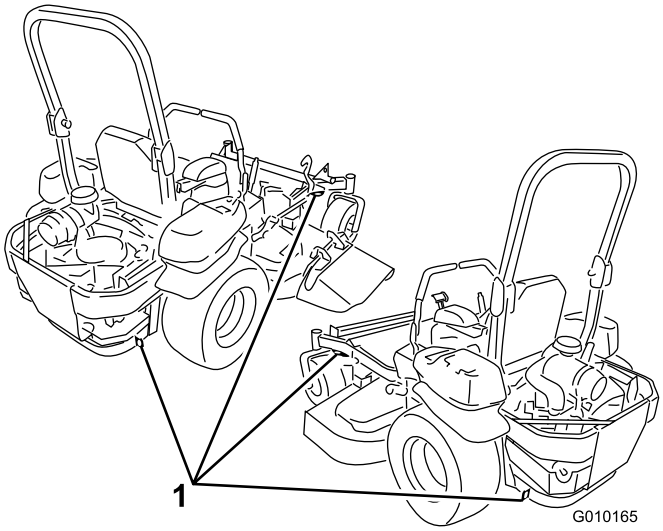

**Figure 37**
5. Servez-vous des points d'attache en métal de la machine pour arrimer solidement la machine sur la remorque ou le véhicule utilitaire avec des sangles, des chaînes, des câbles ou des cordes (Figure 37).